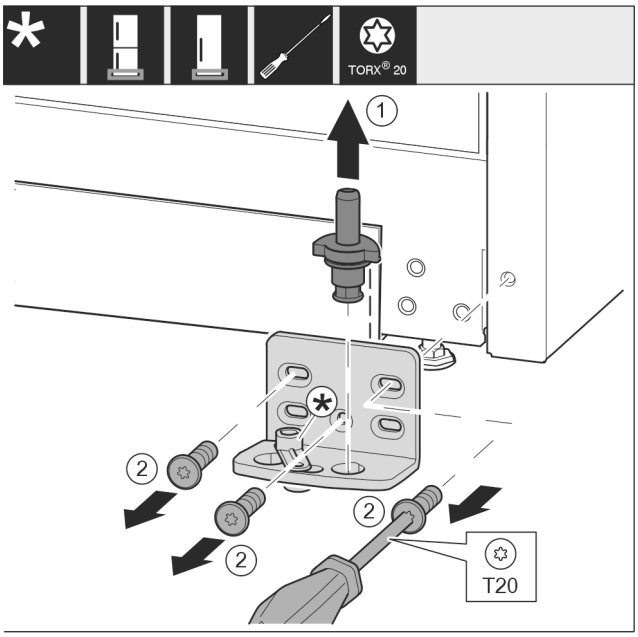

Fig. 15
▶ Pull the bearing bolt *Fig. 15 (1)* out upwards completely.
▶ Use screwdriver to unscrew the screws *Fig. 15 (2)* and remove the swap bearing block.